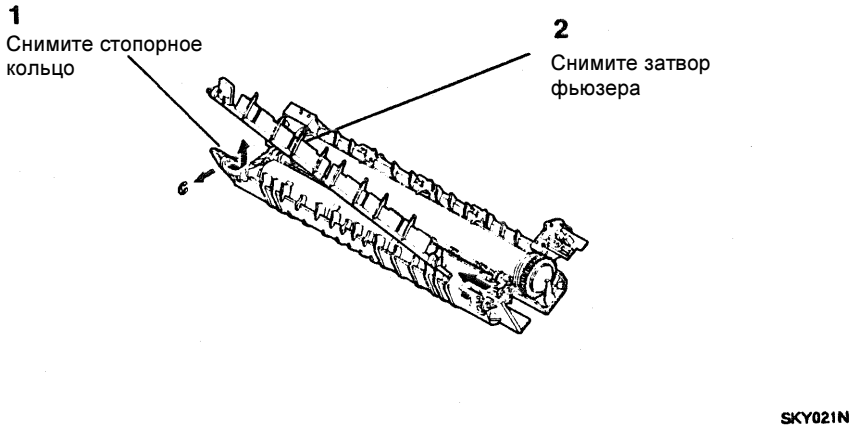

Рисунок 2. Снятие затвора фьюзера
6. (Рисунок 2): Снимите затвор фьюзера.